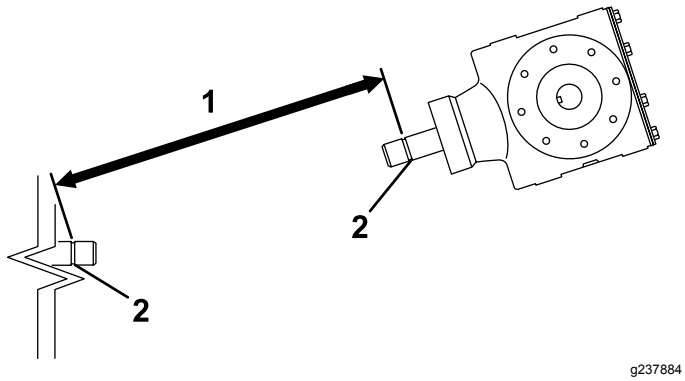
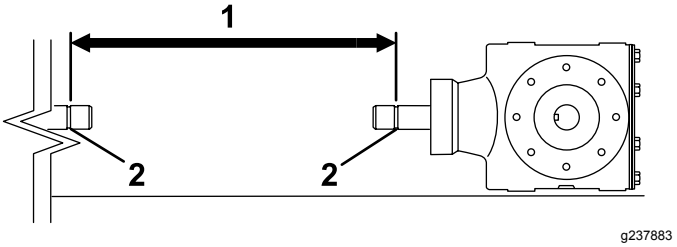
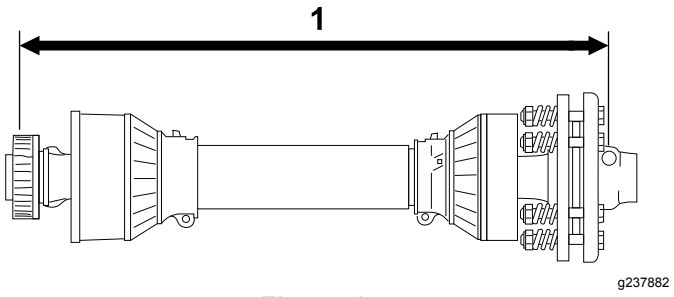

Figuur 12
Figuur 14
Figuur 15
3. Meet de afstand van de borggroef op het uiteinde van de aftakas van de tractie-eenheid tot aan de borggroef op de as van de versnellingsbak van de beluchter (Figuur 12).
5. Meet de afstand van de borggroef op het uiteinde van de aftakas van de tractie-eenheid tot aan de borggroef op de as van de versnellingsbak van de beluchter (Figuur 14).
6. Meet de afstand van het midden van de vergrendelkogel aan het uiteinde van de aftakas tot het midden van de borgpen aan het andere uiteinde (Figuur 15).
7. Gebruik de kleinste meting van Figuur 14 en Figuur 12, trek deze afstand af van de afstand in Figuur 15. Bijvoorbeeld: 81 cm min 67 cm is gelijk aan 14 cm.